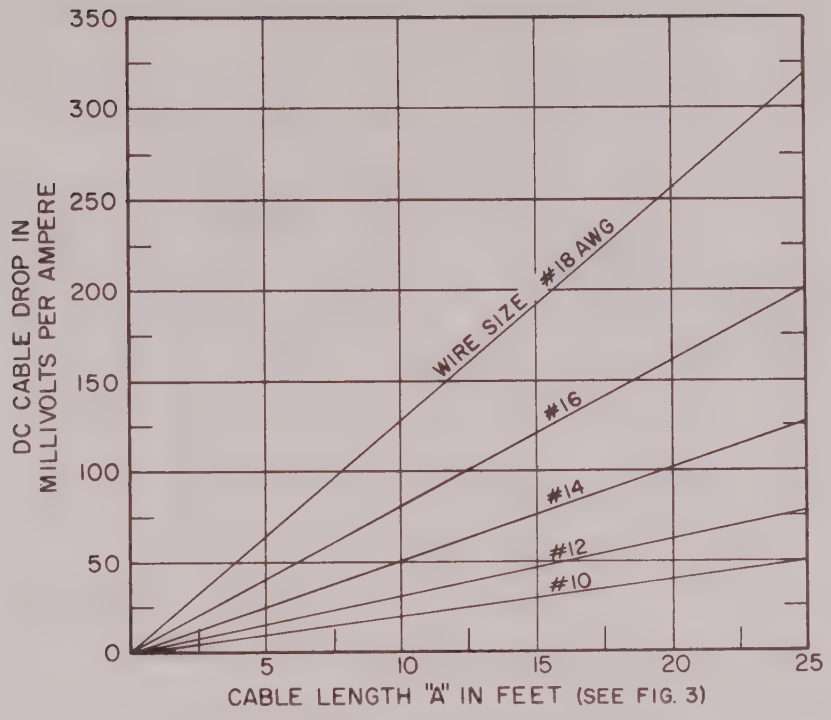

FIG.1. 2-WIRE CONNECTION (SEE FIG. 4)
Make all connections to the supply at the terminal block on the rear deck. Apply input power through the line cord or directly to terminals 1 and 2 if the line cord is removed. The supply positive terminal is brought out to terminals 3 and 4. The supply negative terminal is brought out to terminals 6 and 7. Recommended wiring of the power supply to the load and selection of wiring is shown in figures 1 through 6. Selection of the proper wiring is made on the basis of load requirements.
Figure 1 shows the connecting "Cable Voltage Drop per Ampere" versus "Cable Length" for the simple "2-Wire Connection."
2. Select the proper power supply-to-load wiring by referring to the supply-load wiring diagram, figures 1 through 6.
SEE FIG.1 FOR SELECTION OF CONNECTING WIRE SIZE.